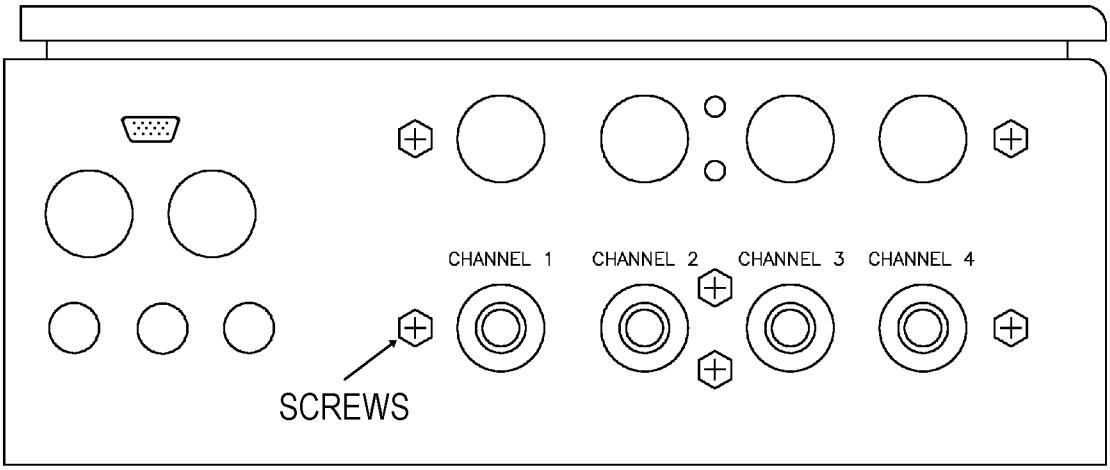

Figure 6-6. SAMM Removal (underside view of enclosure)
d. Remove the four screws holding the SAMM to the bottom of the enclosure. See figure 6-6.